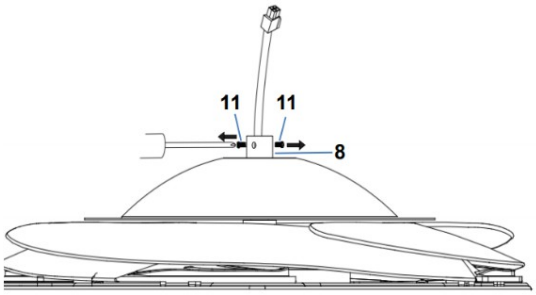

Rys. 4.2
2. Poluzować śruby ustalające (11) na obudowie sprzęgła drążka dolnego (8). (Rys. 4.2)